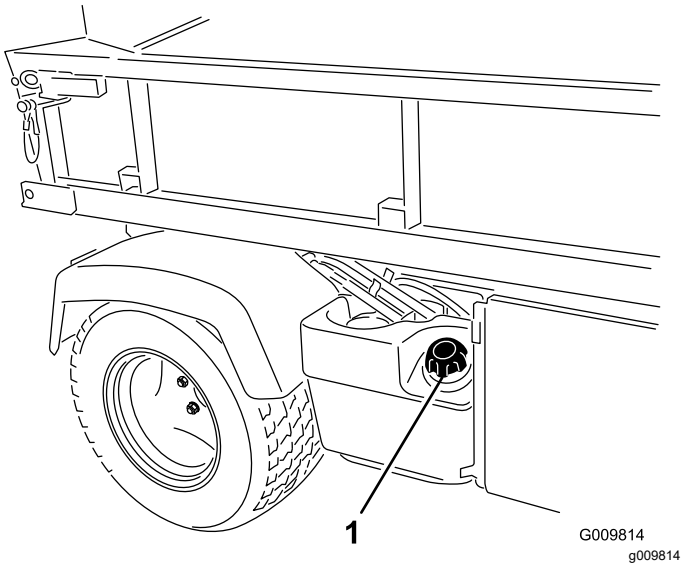

**Figur 14**
2. Ta bort tanklocket (Figur 14).